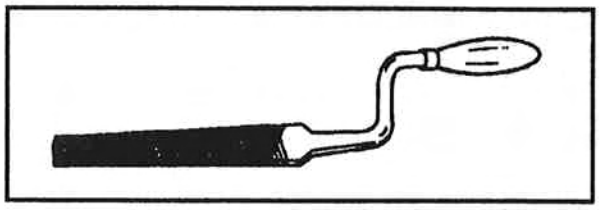

Figure 6-13. Modified file for filing rivet heads
- File a flat area on the manufactured head of protruding-head rivets with a special modified file if needed, and center-punch the flat surface (Figure 6-13).